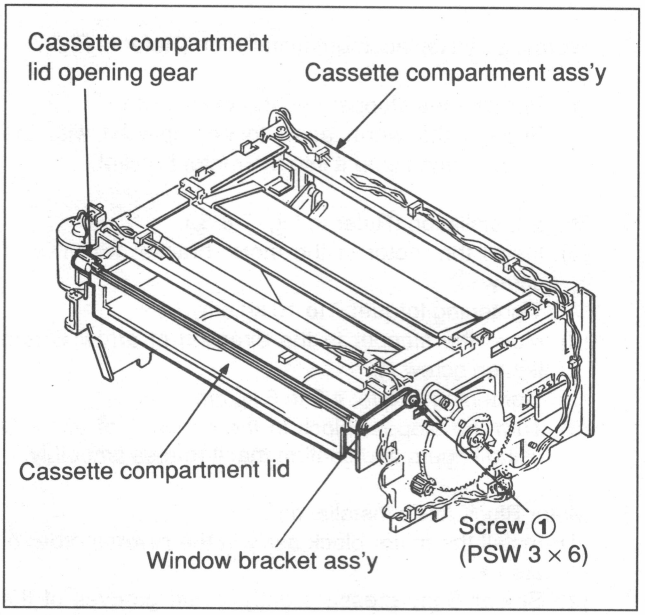

Fig. 7-8-6 Cassette Compartment Lid Removal
1. Window Bracket Removal (Refer to Fig. 7-8-6.)